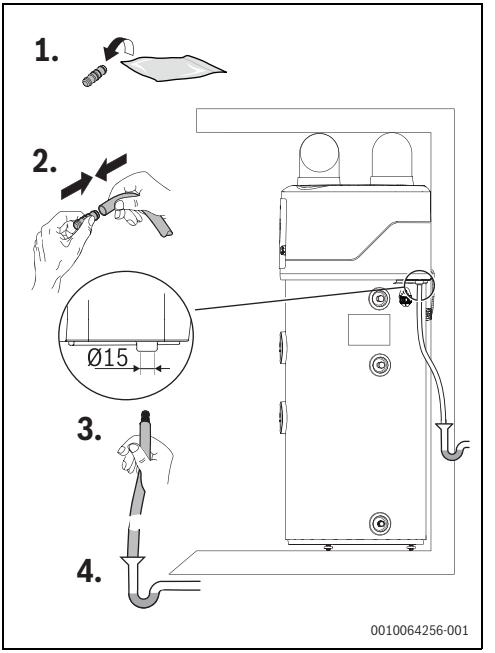

Bild 27 Anschließen des Kondensatablaufs
- ▶ Zwischen dem Kondensatschlauch und dem Abwasserrohr einen Siphon montieren, wie in Bild 27 dargestellt.